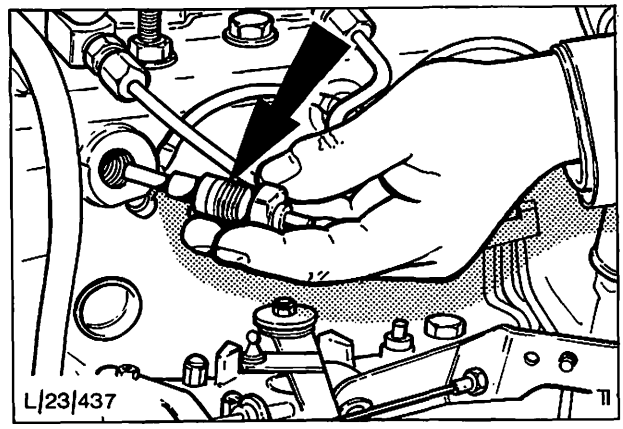

Abb. 58 Entfernen der Glühkerze
3. Kabel abklemmen und Glühkerze aus dem Zylinderkopf schrauben, Abb. 58.